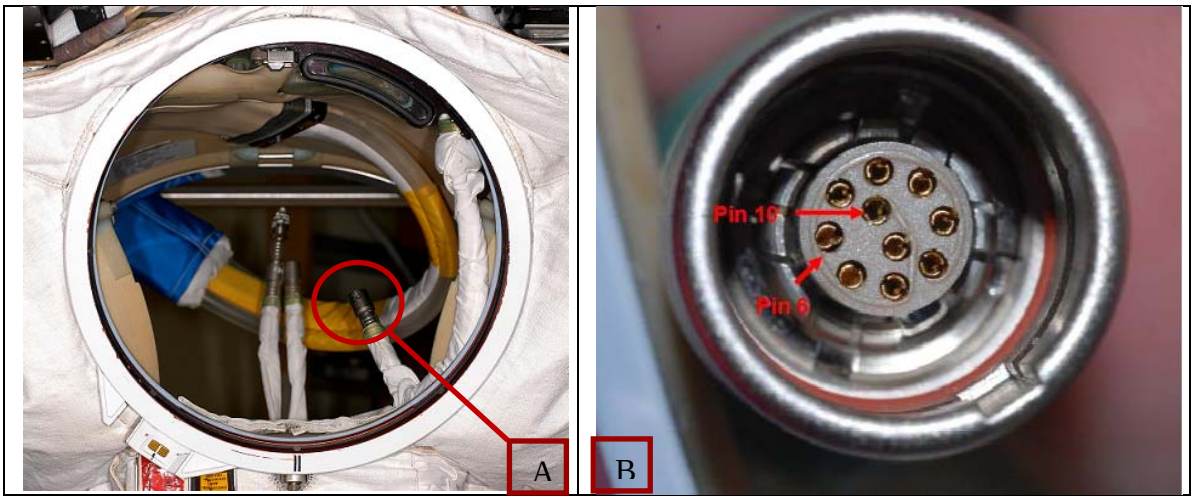

Figure 2.– A. EEH Connector Location.
Reference Figure 2 below for EEH connector location and examples of socket damage.
2.4 Take photos of EEH connector socket (Figure 2-B), taking photos at a slight angle may improve the clarity of the sockets.